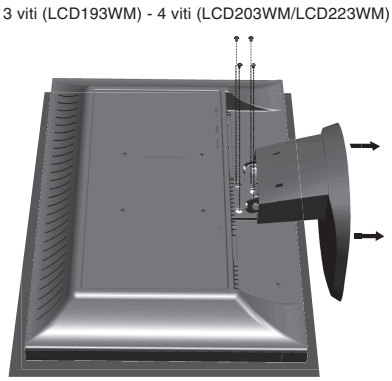

Figura R.2
4. Togliere le 3 viti (LCD193WM) o le 4 viti (LCD203WM/LCD223WM) che fissano il monitor al supporto e sollevare il supporto come illustrato (**Figura R.2**).